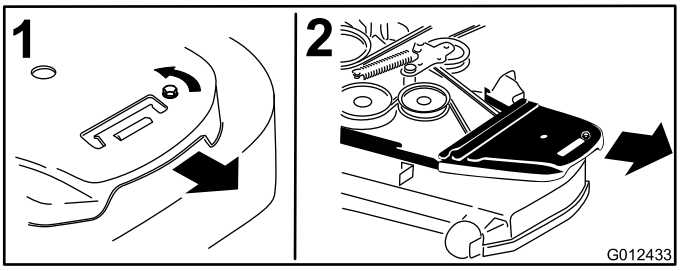

Figur 73
4. Fjern beltedeksler og boltene som er festet til dem (Figur 73).